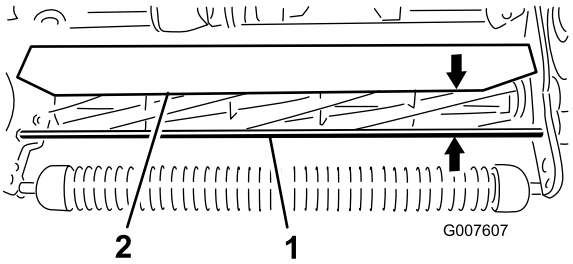

Figur 51
1. Mät avståndet från den övre delen av den främre stödstången till skyddets framkant vid varje ände av klippenheten (Figur 51).